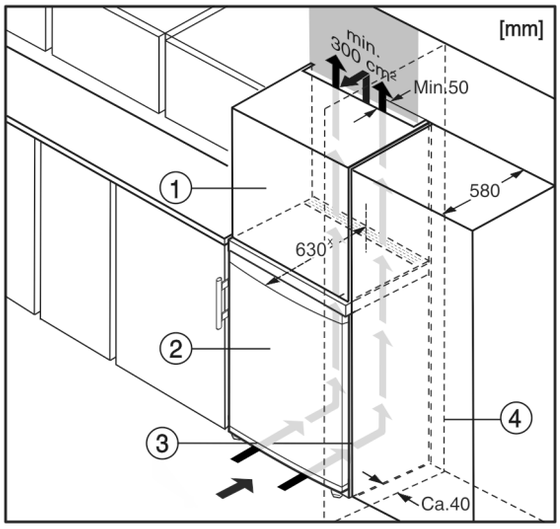

*Fig. 10*
L'appareil peut être réagencé avec des buffets de cuisine. Pour adapter l'appareil *Fig. 10 (2)* à la hauteur du coin cuisine, une rehausse *Fig. 10 (1)* peut être posée sur l'appareil.
Lors de la transformation avec des placards de cuisine (profondeur max. 580 mm), l'appareil peut être placé directement à côté du placard de cuisine *Fig. 10 (3)*. L'appareil dépasse latéralement de 34 mm [x] et de 50 mm [x] au centre de l'appareil par rapport à la face avant du placard de cuisine.*
Si l'appareil est installé avec les charnières à côté d'un mur *Fig. 10 (4)*, la distance entre l'appareil et le mur doit être de 40 mm min. Ceci correspond à la saillie de la poignée lorsque la porte est ouverte.*